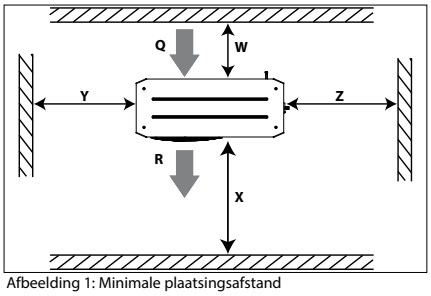

Afbeelding 1: Minimale plaatsingsafstand
- Zorg voor voldoende ruimte rond het apparaat voor luchtcirculatie en om deuren te kunnen openen. Zie afbeelding 1 voor de minimale afstanden tussen het apparaat en een muur.